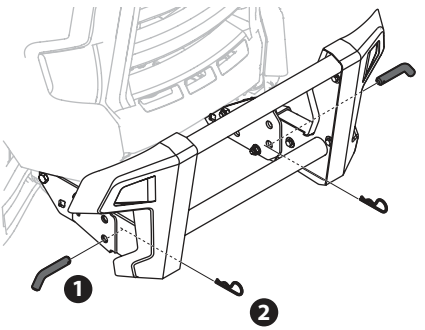

Fig. 17
2. Insérez les goupilles de chaque côté du grillage de protection avant d'installer les deux goupilles fendues fournies dans le sachet de quincaillerie (Fig. 17).